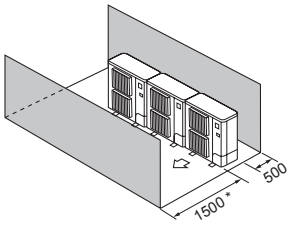

Fig. 2-16
④ Solo ostacoli anteriori e posteriori (Fig. 2-16)